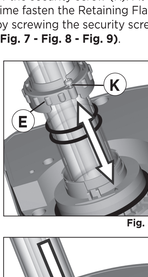
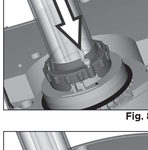
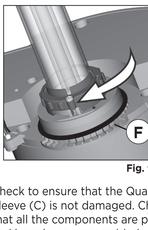

Fig. 7
Fig. 8
Fig. 9
10. Place the retaining flange (E) in its original position. Simply align the screw with the arrow and press the flange towards the UVC head, then turn the Retaining Flange approx 30 deg clockwise in the direction of the security screw (K). At this time fasten the Retaining Flange by screwing the security screw (K) **(Fig. 7 - Fig. 8 - Fig. 9)**.